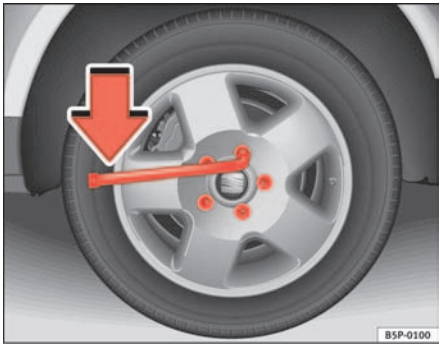

Fig. 171 Changing the wheel: Loosening the wheel bolts
– Grasp the box spanner by the end turn it about one full turn to the **left** ⇒ fig. 171.